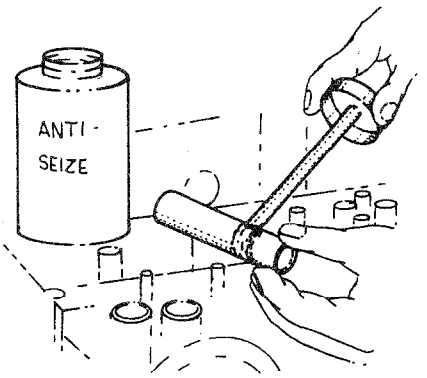

Fig. 12 — Applying Anti-seize to the Nozzle Sleeve
a. Before installing the new sleeve, coat both ends of the sleeve with anti-seize (see fig. 12).